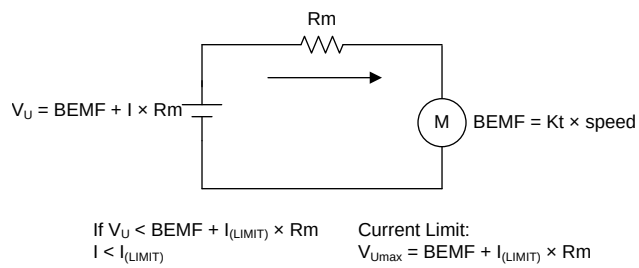

Figure 13. Current Limit
The current-limit function provides active protection for preventing damage as a result of high current. The soft current-limit does not use direct-current measurement for protection, but rather, uses the measured motor resistance (Rm) and motor velocity constant (Kt) to limit the voltage applied to the phase (U) such that the current does not exceed the limit value ($I_{(LIMIT)}$). The soft current-limit scheme is shown in Figure 13 based on the calculation in Equation 3.